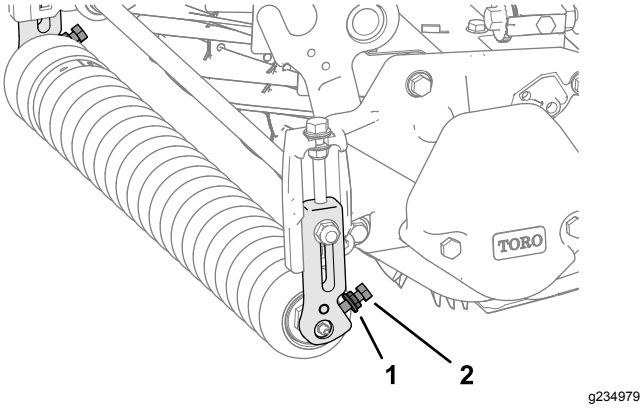

Bild 2
2. Lösen Sie die zwei gezahnten Bundmuttern und die zwei Schrauben, mit denen die Frontrollenwelle am Rollenstützenende der linken und rechten Schnitthöhenhalterungen befestigt ist (Bild 2).